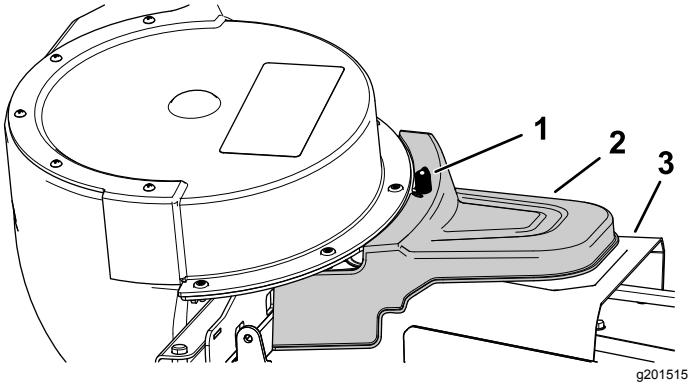

Figur 27
5. Montera det motordrivna uppsamlarlocket över remkåpan och fäst det genom att dra åt vredet (Figur 27).